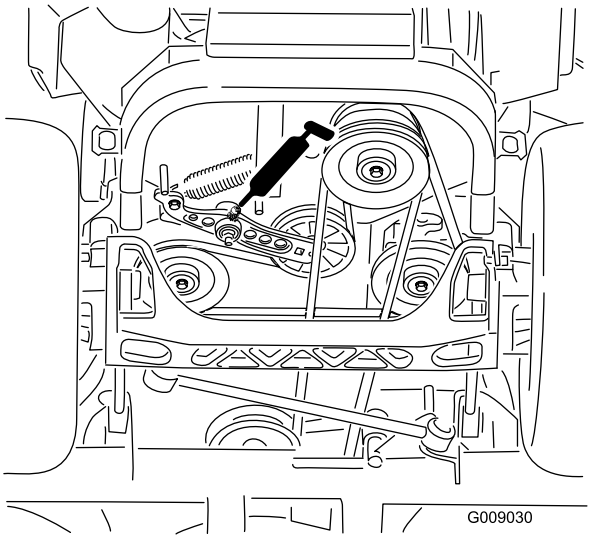

Figur 48
6. Smør lederullarmen for drivremmen (Figur 48).